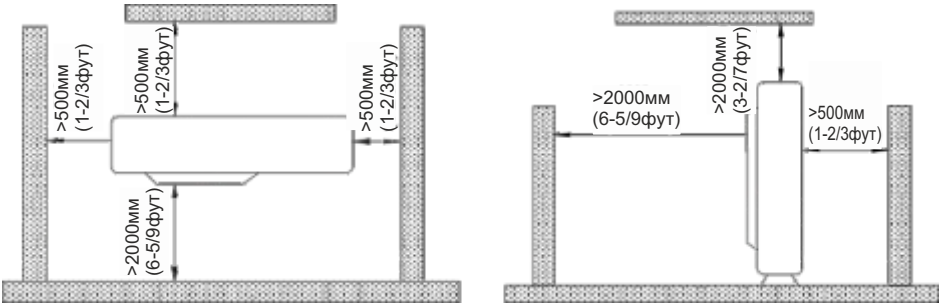

Рис. 3.2
①. Устанавливайте блок на поверхность под углом наклона не более 5°.
②. Если блок устанавливается в месте, подвергаемом воздействию сильного ветра, необходимо предусмотреть дополнительную защитную панель.
(7). Обеспечьте свободное пространство вокруг блока, как показано на Рис. 3.2 таким образом, чтобы обеспечивалось беспрепятственное движение воздушного потока.